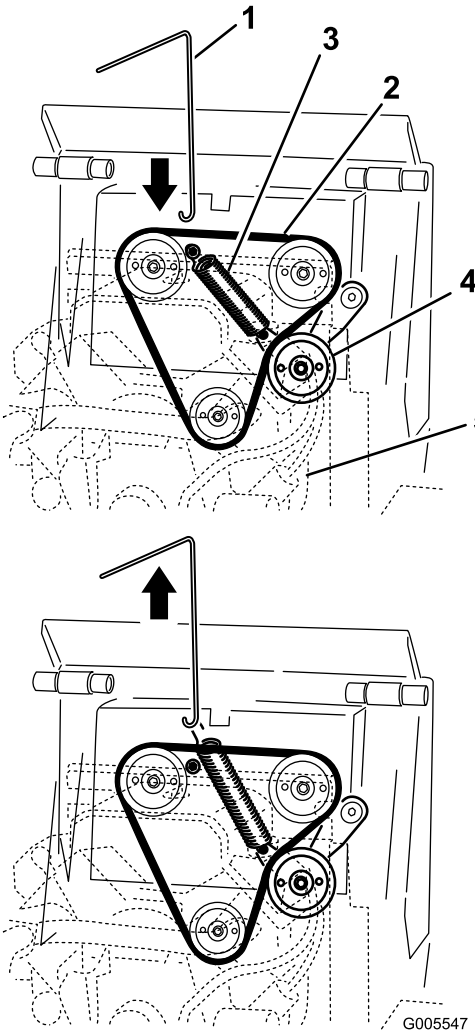

**Figuur 50**
3. Sluit de haak van de veerverwijderaar aan op de haak van de spanpoelieveer en maak de veer los zoals afgebeeld in Figuur 50.